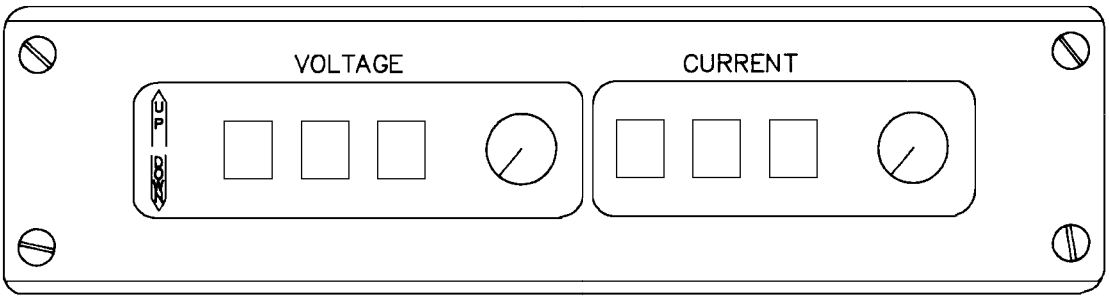

Figure 5-5 Programmable Remote (PR) V/C Front Panel Indicators
Programmable Remote (PR) V/C Module (Fig. 5-5)